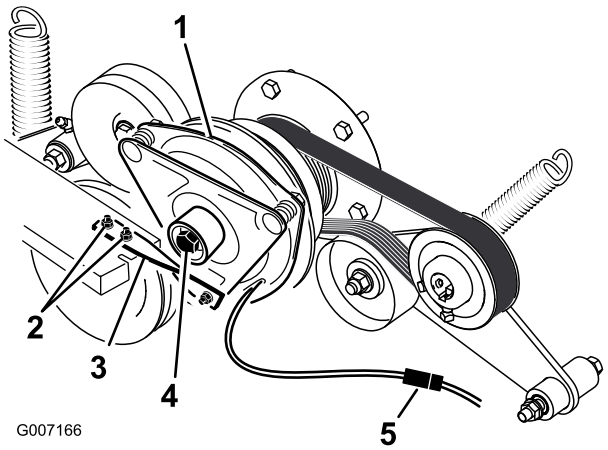

Rysunek 65
5. Odłącz złącze elektryczne sprzęgła (Rysunek 65).
6. Odkręć śruby mocujące gumowy pasek sprzęgła do ramy kosiarki (Rysunek 65).
7. Odkręć śrubę środkową mocującą sprzęgło do wału silnika, a następnie wyjmij sprzęgło i klucz (Rysunek 65).
14. Trzymając wał korbowy z tyłu maszyny, zamontuj śrubę środkową i dokręć ją momentem o wartości 68 Nm (Rysunek 65).
15. Zamocuj gumowy pasek sprzęgła do ramy kosiarki za pomocą wcześniej odkręconych śrub i nakrętek (Rysunek 65).
17. Podłącz złącze elektryczne sprzęgła (Rysunek 65).